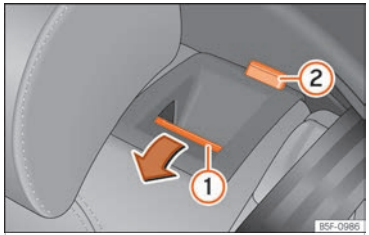

Fig. 95 Seient del darrere: abatre el respatller.
- Premeu la tecla de desbloqueig ››› fig. 95 ① cap endavant i, alhora, abateu el respatller. El respatller del darrere està desbloquejat quan es veu una marca vermella a la tecla ②.